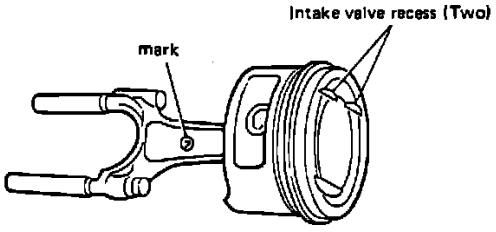

Fig. 33 Assembling Piston To Connecting Rod
16. Assemble piston to connecting rod so that intake valve recesses on piston and crescent mark on connecting rod are positioned as shown, **Fig. 33.**